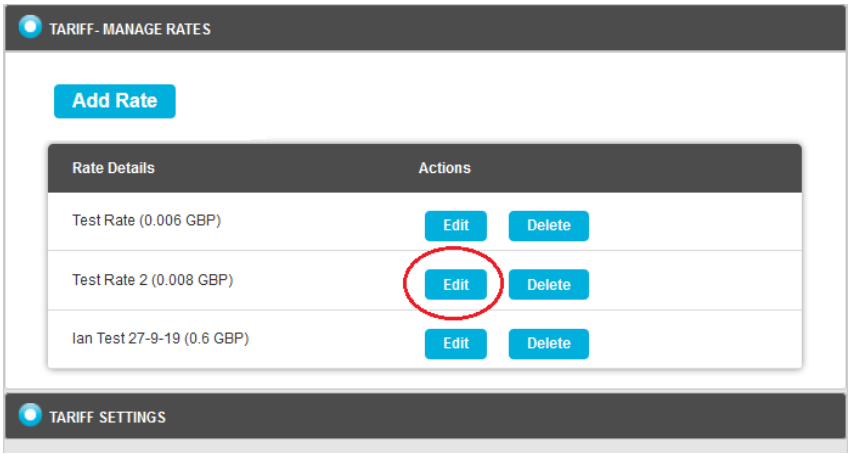

Figure 32
1. In the **TARIFF-MANAGE RATES** window, click on the **Edit** button adjacent to the **Tariff Rate** you wish to edit. See Figure 32 below: